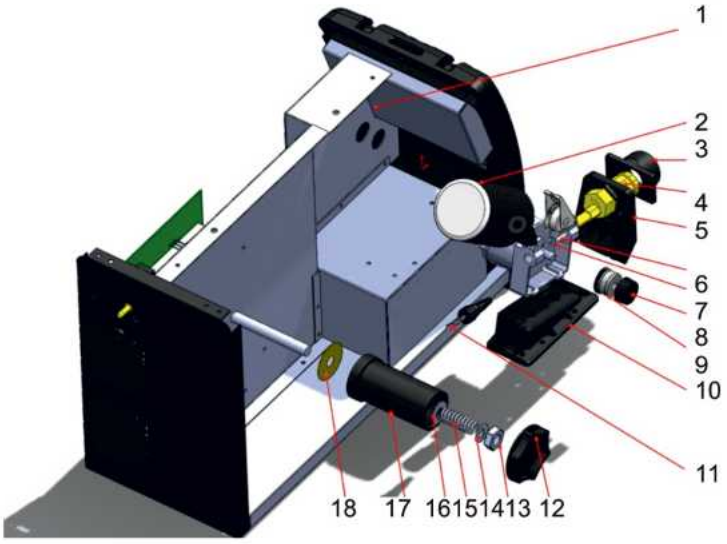

Рис.3.3 Устройство механизма подачи.
5.3. Проверьте наличие заземления стола сварщика. Установите катушку с проволокой на вал подающего механизма согласно рис. 3.3.
5.7. Заправьте проволоку через подающий механизм (см. рис.3.3) в горелку, для чего: